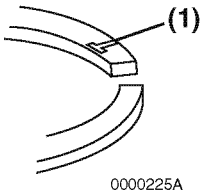

Figure 6-135
Note: Reinstall the top and second piston rings with the stamped “makers mark” **(Figure 6-135, (1))** facing the top of the piston. The “makers mark” may vary in appearance but will always be located on the top surface of the piston ring adjacent to the piston ring gap. The oil ring and oil ring expander can be installed either side up.